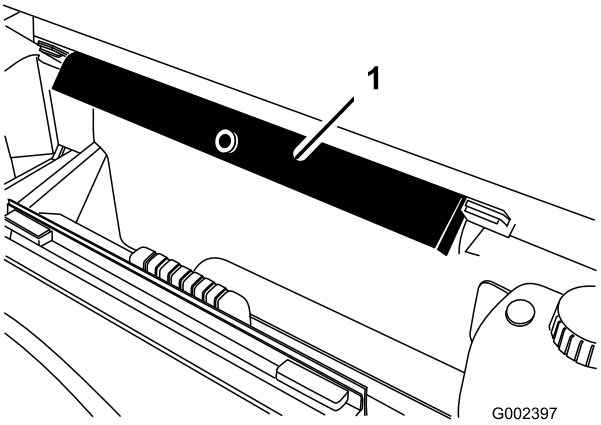

Figuur 28
2. Verwijder de laadbakbeveiliging van de opberghaken op de achterkant van het paneel van de rolbeugel (Figuur 28).